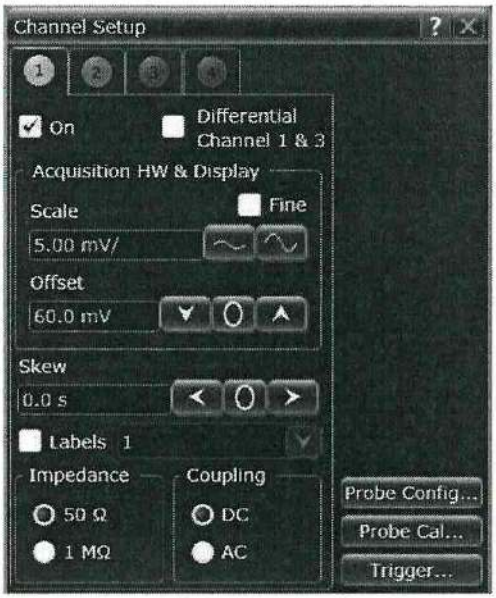

Рисунок 5
8.4.1.15 Установить значение напряжения смещения осциллографа равным плюс 60 мВ для входного сопротивления 50 Ом (или плюс 2 В для входного сопротивления 1 МОм) (рисунок 5).
8.4.1.18 Установить значение напряжения смещения осциллографа равным минус 60 мВ для входного сопротивления 50 Ом (или минус 2 В для входного сопротивления 1 МОм) (рисунок 5).